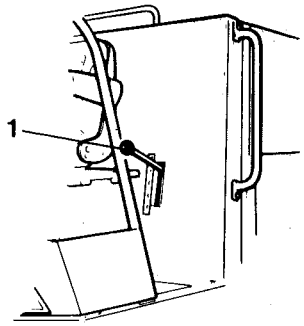

Fig. 10 Puesto de conducción
3 Poner el selector de cambios (1), fig. 10, en la posición deseada - véase la calcomanía.